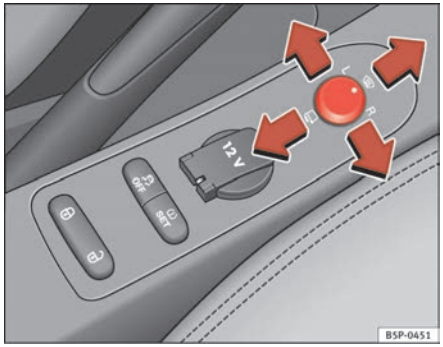

Fig. 89 Controls of exterior mirrors
1. Turn knob ⇒ fig. 89 to position **L** (**left exterior mirror**).
– Turn the knob forwards to the central position ⇒ fig. 89 (1) so that the heated rear view mirrors warm up and the heated windscreen* in the wiper blade rest area is activated ⇒ page 123.
– Turn the control ⇒ fig. 89 to position to fold in the exterior mirrors. You should always fold in the exterior mirrors if you are driving through an automatic car wash. This will help prevent damage.